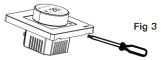

Fig 3
Step 3: Use a small screwdriver to open the outer frame from the gap under the face frame. See Figure 3.